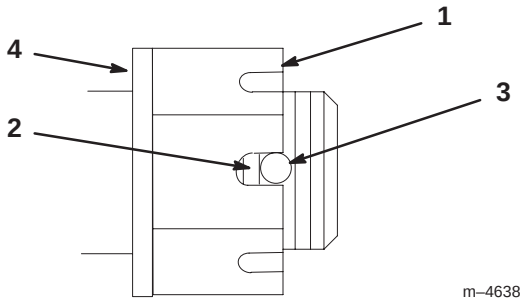

Figure 48
3. Serrez le boulon crénelé à 170 Nm (125 pieds-livres) (Fig. 48).
4. Mesurez l’espace entre la base de la fente de l’écrou et le bord intérieur du trou. On ne doit pas voir plus de deux filets (Fig. 48).
5. Si plus de deux filets sont visibles, enlevez l’écrou et placez une rondelle entre le moyeu et l’écrou (Fig. 48).
6. Serrez le boulon crénelé à 170 Nm (125 pieds-livres) (Fig. 48).
7. Serrez l’écrou jusqu’à ce que le jeu de fentes suivant soit en face du trou de l’axe (Fig. 48).